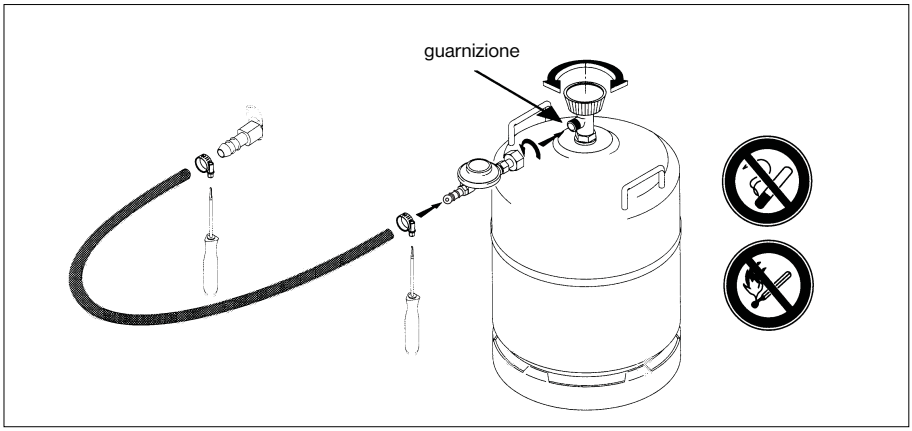

Figura 8.
10.4.1 Allacciamento di una bombola con valvola fissa (Figura 8.)